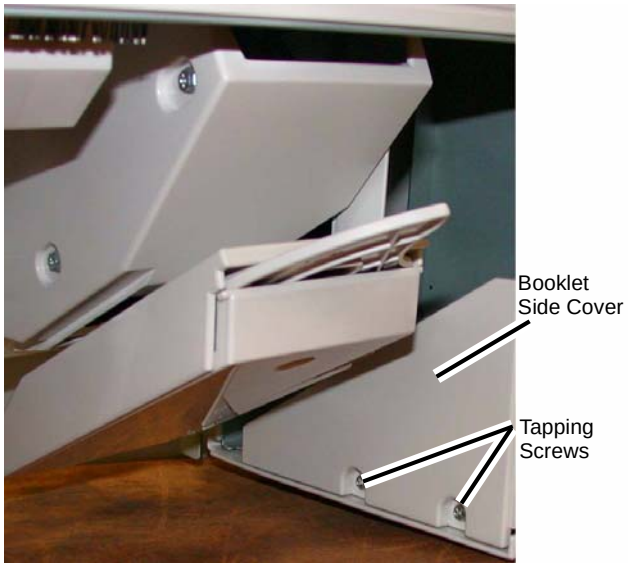

Figure 1 Removing the Booklet Side Cover
a. Remove the Self-tapping Screws (2) (Figure 1).